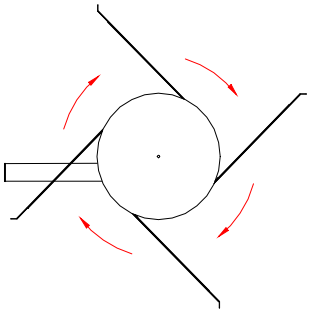
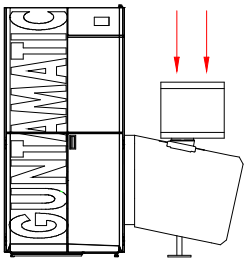
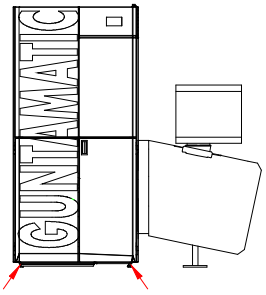
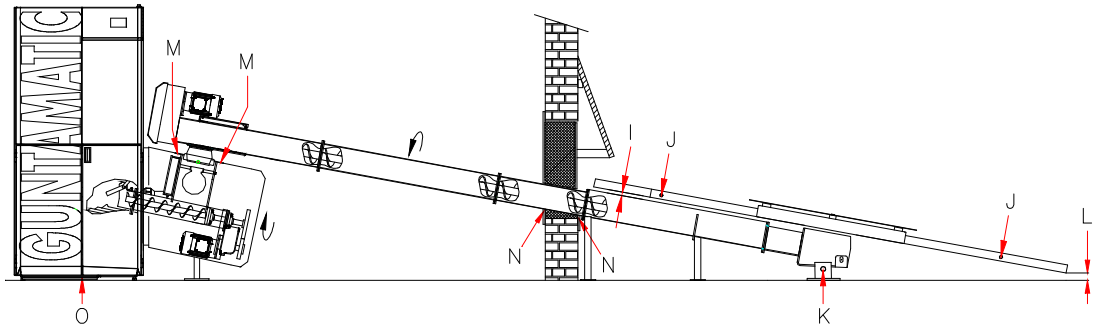

Abb.5
Abb.6
Abb.8
Abb.9
8. Das Rührwerk dreht im Uhrzeigersinn, siehe Abb.5. Die Federarme am Rührwerk so montieren, dass jeweils die längsten gegenüber montiert sind. Die Federarme müssen 15-20 mm über der Entnahmeschnecke laufen, siehe (I) Abb. 9. Die Schrauben (J) Abb.9 an den Federarmen nicht festziehen. Die Füße (K) Abb.9 am Rührwerk müssen so eingestellt werden, dass der längste Federarm ca. 3 - 4 cm über dem Boden läuft, siehe (L) Abb.9.
9. Die Antriebseinheit mit Schrauben M08x100/140 mm, siehe (M) Abb.9, an der Stokereinheit luftdicht festziehen. Die Antriebseinheit immer gerade montieren. Siehe Abb. 6.
12. Den Mauerdurchbruch unten, siehe (N) Abb.9, um die Austragschnecke mit Steinwolle verschließen und die Öffnung mit den mitgelieferten Abdeckplatten beidseitig abdecken. Dazu die Perforierungen der Abdeckplatten entsprechend ausbrechen.
13. Die Bodenblech Montagewinkel mit M8 x 16 Schrauben am Kessel festschrauben, siehe Abb.8, und das Bodenblech mit Isolierung unten einschieben, siehe (O) Abb.9.